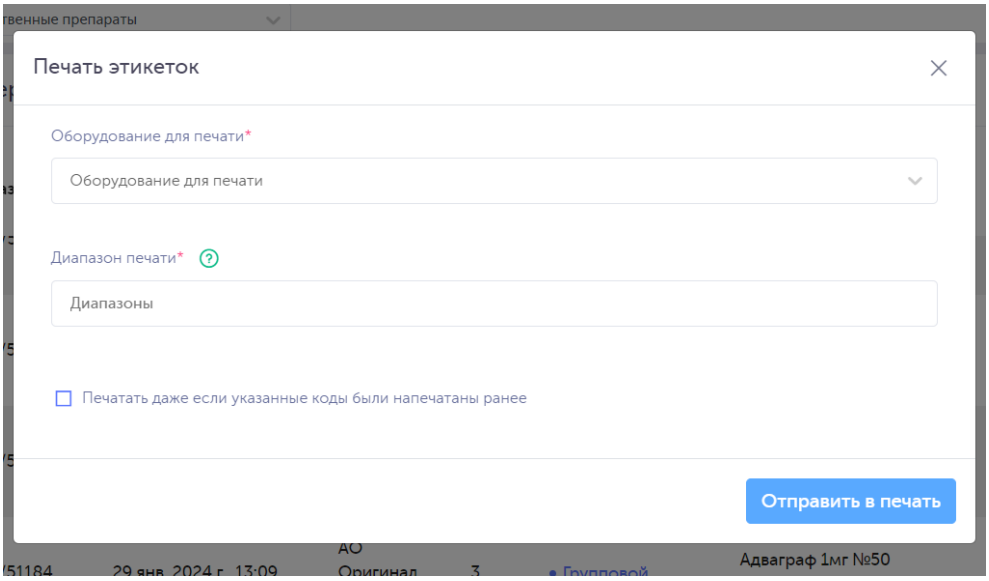

Рисунок 2-14
2) кнопка - печать этикеток, при нажатии всплывает окно «Печать этикеток», дает возможность выбрать оборудование для печати, диапазон печати и оформить заказ печати этикеток (Рисунок 2-14). Доступно при наличии оборудования с типом Принтер ZEBRA на объекте.